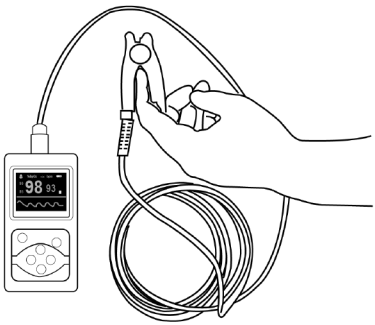

Figur 6.
- Fingret ska placeras korrekt (se bifogad figur 6), eftersom felaktig installation eller felaktig kontaktposition för sensorn påverkar mätningen.
A. För in fingret i sonden. Se Figur 6.
(Den faktiska sonden kan skilja sig från sonden i figur 6, vänligen acceptera den faktiska sonden med enheten)